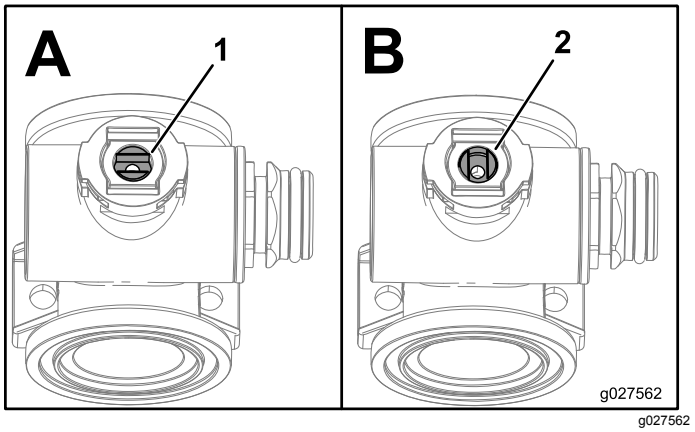

Figur 122
1. Sett ventilstammen i stengt posisjon (Figur 122 B)